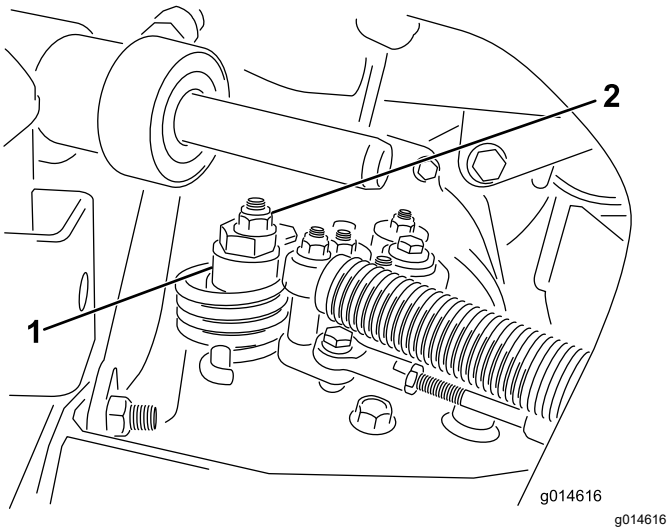

**Rysunek 37**
A. Poluzuj nakrętkę mocującą mimośród do górnej części higrostatu (Rysunek 37).
C. Obracaj mimośrodem, aż ustanie powolny ruch w każdym kierunku. Gdy koło przestanie obracać się, dokręć nakrętkę, blokując mimośród i regulację (Rysunek 37). Sprawdź prawidłowość wyregulowania, ustawiając dźwignię przepustnicy w położeniu NISKICH i WYSOKICH obrotów.